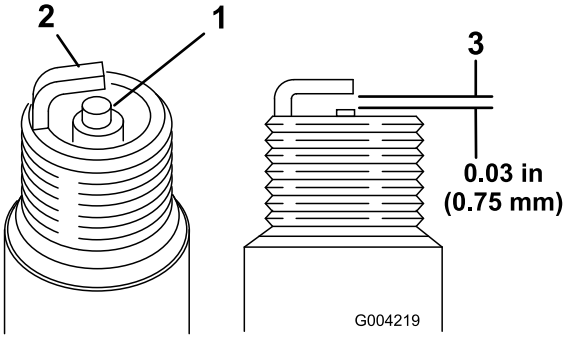

Figur 50
1. Titta mitt på båda tändstiften (Figur 50). Om isolatorn är ljust brun eller grå fungerar motorn korrekt. En svart beläggning på isolatorn betyder vanligen att luftrenaren är smutsig.
2. Kontrollera avståndet mellan mitt- och sidoelektroderna (Figur 50).
3. Böj sidoelektroden (Figur 50) om avståndet är felaktigt.